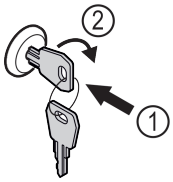

Fig. 158 Reprezentare exemplificatoare
▶ Introduceți cheia prin apăsare *Fig. 158 (1)*.
▶ Rotiți cheia cu 90° în sensul acelor de ceasornic *Fig. 158 (2)*.